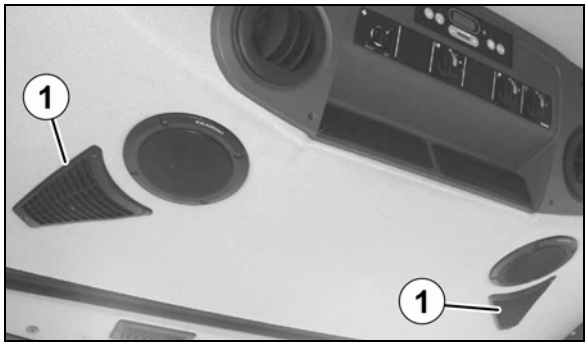

Rys. 164
1. Wymontować kratkę powietrza obiegowego (Rys. 164/1).